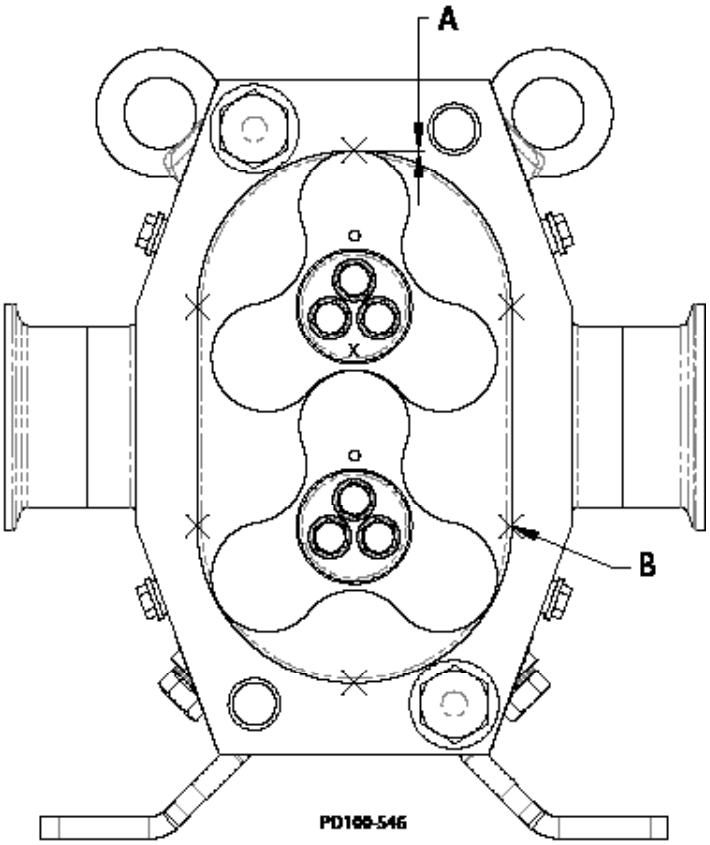

Figuur 64 - Controle van radiale speling
1. Met de rotoren gesychroniseerd: meet de radiale speling van elke nok (Figuur 64, item A) en controleer of de speling binnen het bereik ligt dat vermeld wordt in Tabel 12.
2. Controleer de speling aan alle zes posities in het huis, zoals afgebeeld. Zie Figuur 64, item B.